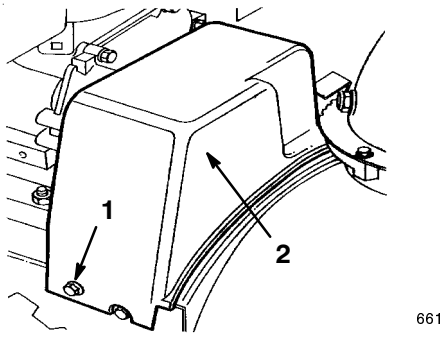

Figure 22
3. Remove the two screws that hold the belt cover in place and set the cover aside (Fig. 22).
2. Remove the two screws that hold the belt cover in place and set the cover aside (Fig. 22).